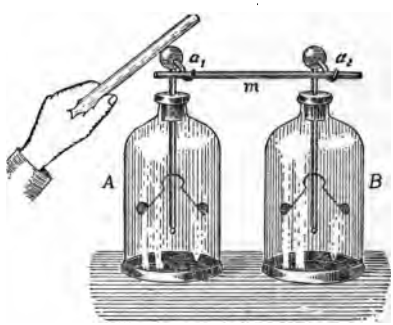

FIG. 4.
Ich lege auf die in entsprechende Löcher der Kugeln gesteckten Häkchen a_1 und a_2 (Fig. 4) ein Metallstäbchen (m) und elektrisiere das eine Elektroskop (A) durch Berührung mit dem elektrischen Stabe. Sie sehen — in demselben Augenblick sind beide Elektroskope geladen und zeigen nach Entfernung des Stabes einen gleich großen Ausschlag der Blättchen. Diesen Ausschlag bezeichnet man auch als Divergenz. Ich kann hierbei den Verbindungsdraht (m) aus beliebigem Metall und so lang nehmen, als ich will.
Jetzt ersetze ich das Metallstäbchen (*m*, Fig. 4) durch ein ebensolanges Fischbeinstäbchen und lade das Elektroskop *A* wie vorhin — das Elektroskop *B* wird langsam geladen und erreicht nicht ganz den Ausschlag des Elektroskopes *A*. Derselbe Erfolg tritt ein, wenn ich statt des Fischbeinstäbchens einen zusammengerollten Papierstreifen oder ein Stück trockenes Holz verwende.